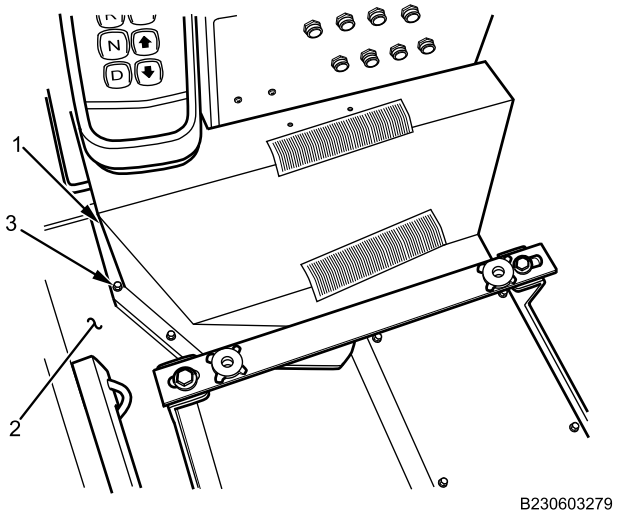

Figure 3. Front Cable Shield.
6. Remove eight screws (Figure 3, Item 3) securing PDM harness electrical storage shield (Figure 3, Item 1) to floor (Figure 3, Item 2). Remove PDM harness electrical storage shield.